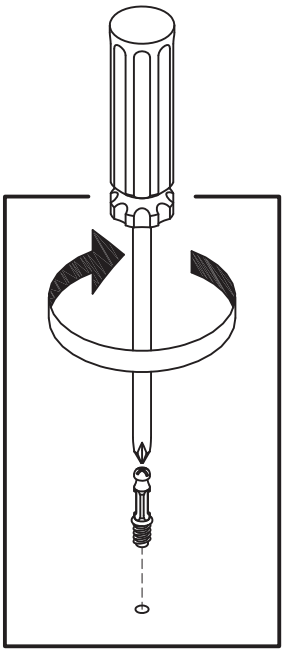

*Figure 1*
Insert Cam Lock Screws into the pre-drilled holes of Side Panel (B) and (C), Front Rail (E) and (F), Back Rail (G) and (H), Bottom (J) and Back Piece (L). (See figure 1)